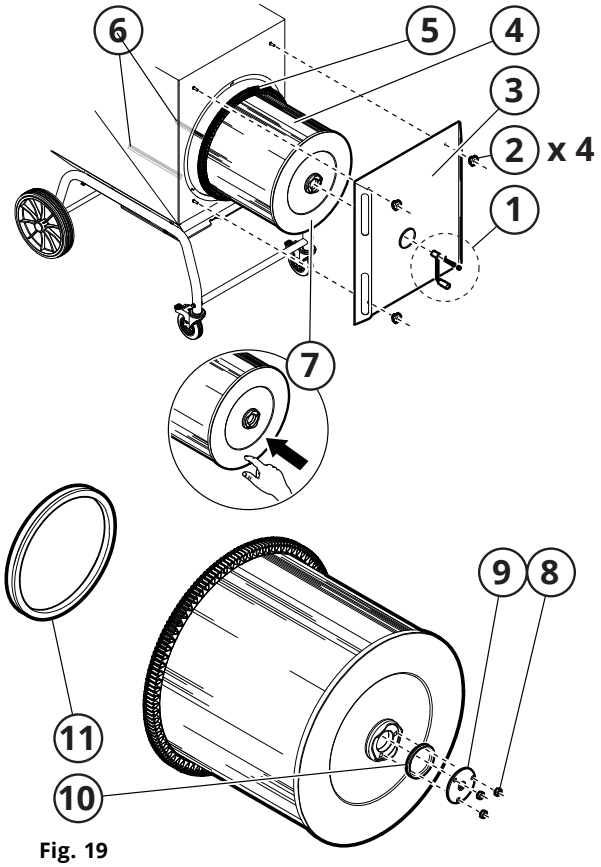
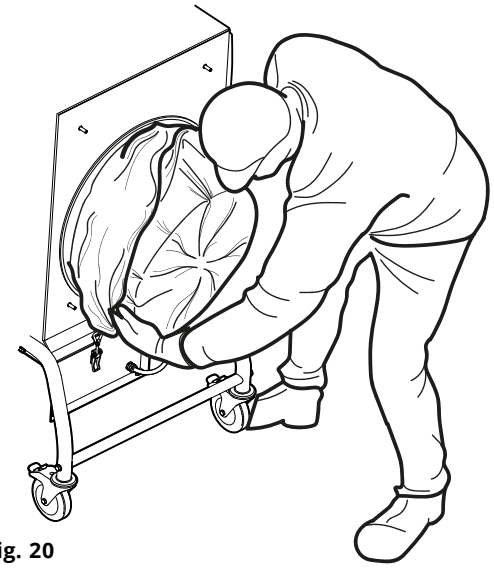

Fig. 19
Fig. 20
1. Afloje y quite la manivela, consulte la posición 1 de la **Fig. 19**.
2. Afloje (2) y retire la trampilla del filtro (3).
3. Desmonte la tuerca (8), la placa de montaje (9) y quite un listón de sellado pequeño (10). Guárdelo para volver a montarlo en el nuevo filtro del cartucho.
4. Tire de la bolsa del filtro CMF PCW3 sobre el cartucho del filtro, consulte la **Fig. 20**. Asegúrese de que la bolsa del filtro no se atasque en los cepillos debajo del cartucho del filtro.
5. Extraiga el cartucho del filtro (4, **Fig. 19**) con bolsa del filtro de la estructura. Póngalo en el suelo con el extremo del filtro (7) hacia abajo.
6. Retire el listón de sellado grande (11) y guárdelo para volver a montarlo en el nuevo filtro del cartucho.